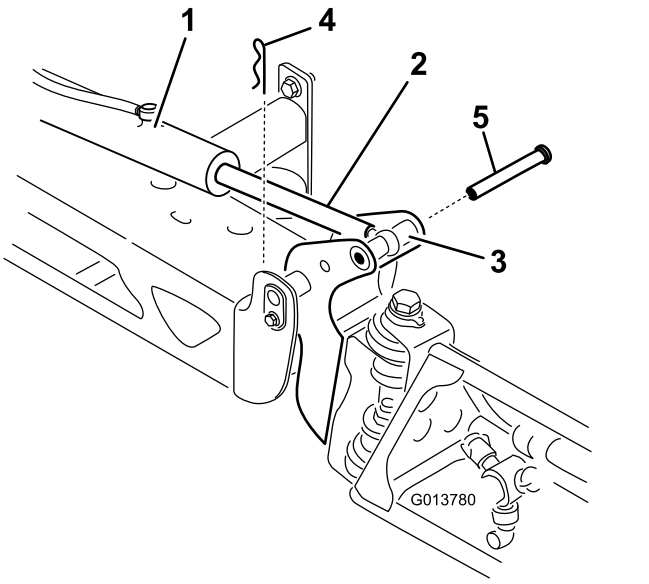

Figura 118
2. Retire la chaveta del pasador de giro (Figura 118).
3. Levante el brazo, retire el pasador (Figura 118), y baje el brazo lentamente al suelo.
9. Sujetando el brazo, introduzca el pasador a través del pivote del brazo y la rótula (Figura 118).